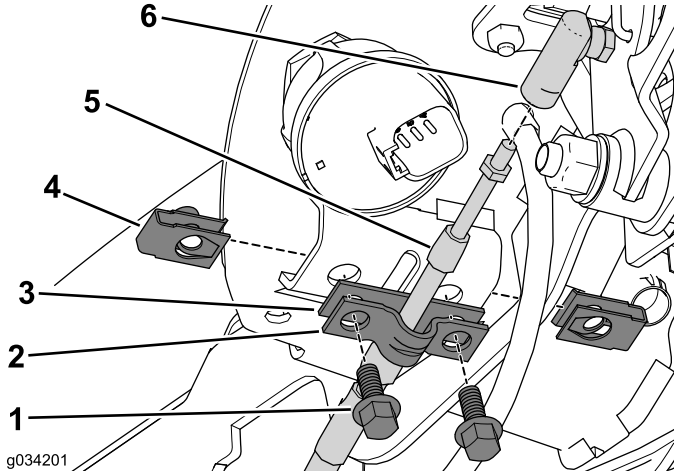

Figura 5
1. Rimuovete i 2 bulloni e il fermaglio del dado che fissano il serrafilo e lo spessore al gruppo consolle (Figura 5).
2. Mettete da parte il serrafilo ed eliminate lo spessore (Figura 5).
3. Scollegate il cavo di blocco in folle dal connettore del cavo (Figura 5).